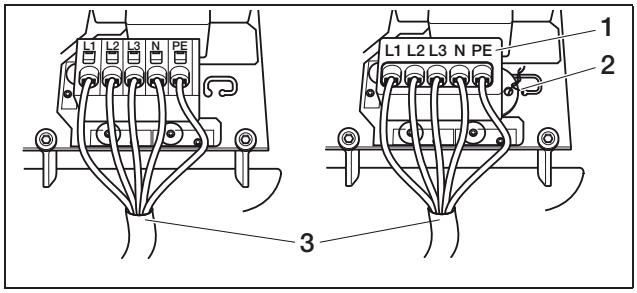

Abbildung 15: *Netzzuleitung angeschlossen (links ohne Versiegelungskappe, rechts mit Versiegelungskappe (abgebildet convert 7T/8T/10T)*
- Schließen Sie die Adern der Netzzuleitung entsprechend der Beschriftung an der AC-Anschlussklemme an (Abbildung 15).